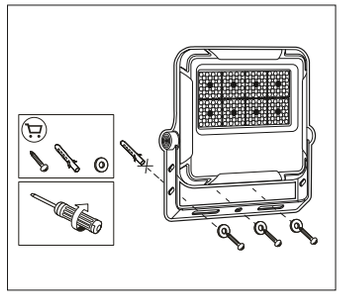

Рис. 1
5.11 Разместить и просверлить три отверстия для установки лиры на поверхности стены или любой другой поверхности согласно отверстиям на лире (рис. 1).